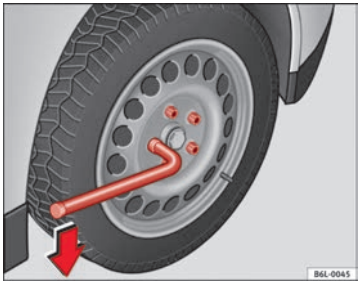

Fig. 139 Cambio de rueda: aflojar los tornillos de rueda
– Agarre la llave por el extremo y gírela aproximadamente una vuelta hacia la **izquierda** ⇒fig. 139.